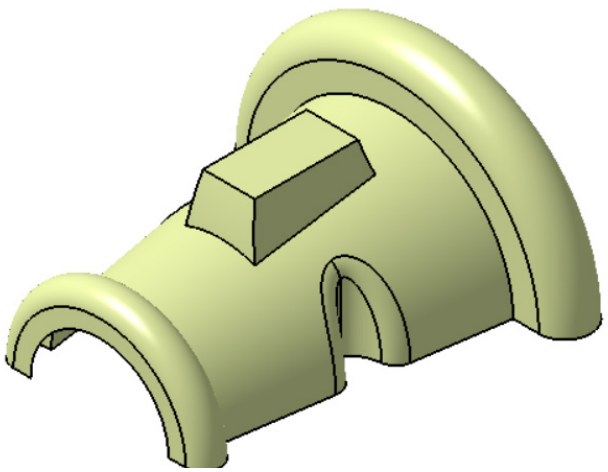

Figure 17-99 *Resultant fill surface*
3. Choose the **OK** button from the **Fill Surface Definition** dialog box to create the fill surface, as shown in Figure 17-99.